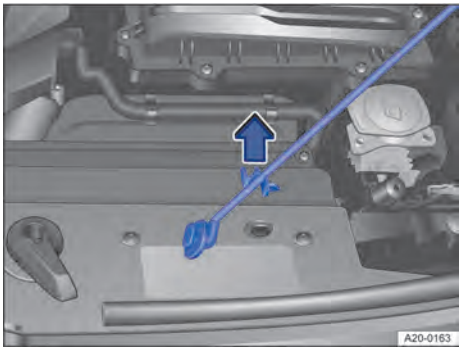
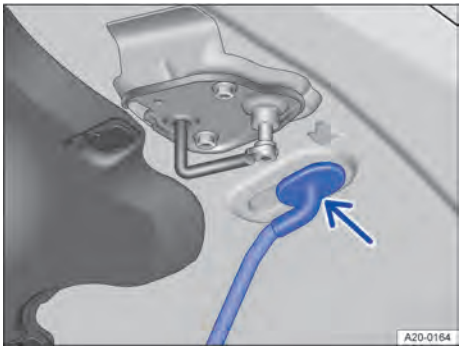

Bilde 195 I frontrommet: Panserstøtten i holderen.
Bilde 196 På panseret: Feste for panserstøtten.
4. Ta panserstøtten ut av holderen → Bilde 195 i pilretningen, og sett den inn i åpningen → Bilde 196.
2. Hekt panserstøtten ut av åpningen → Bilde 196, og fest den i holderen → Bilde 195.